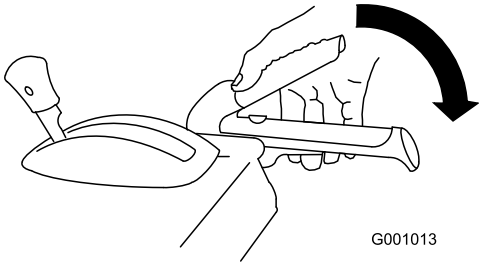

Figure 15
3. Pour engager le balai, serrez lentement le levier de commande droit contre la poignée (Figure 15).